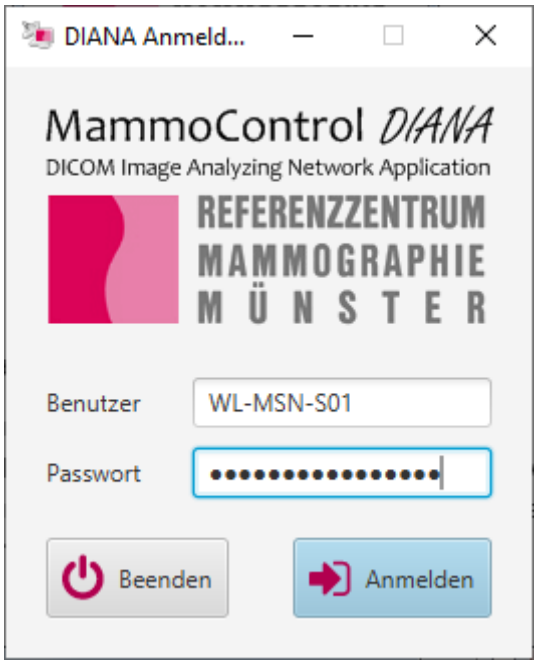

Abbildung 1: Anmeldung in MammoControl DIANA.
3) Melden Sie sich mit Ihren Zugangsdaten an (Abbildung 1).